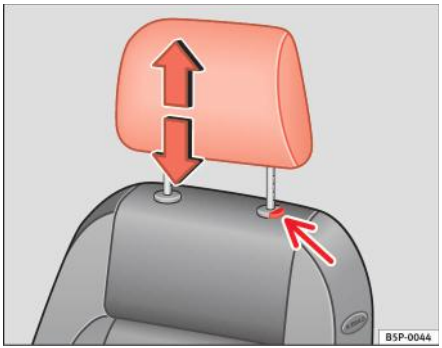

Fig. 91 Reglarea şi demontarea tetierelor
– Apăsați butonul ⇒ fig. 91 (săgeata).